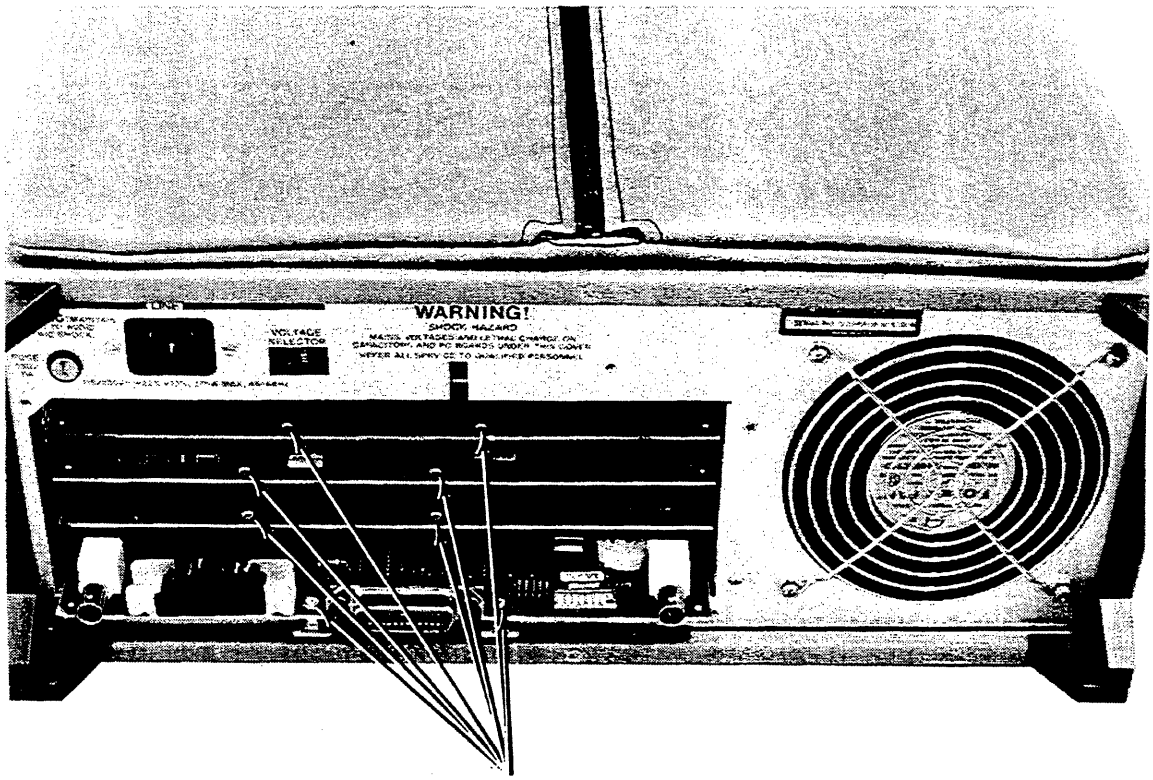

Figure 8-4.
e. Carefully remove the desired acquisition board by inserting the "board puller" into the removal holes located at the rear of the board. See figure 8-4.
f. Carefully remove the CPU board by inserting the "board puller" into the appropriate removal holes located at the rear of the board. See figure 8-4.
h. Lay the instrument back on its base. Carefully remove all of the boards from the frame by inserting the "board puller" into the appropriate removal holes located at the rear of each board. See figure 8-4.
The power supply board can be installed by reversing the removal procedure. See figure 8-4 for the card cage slot for each board.